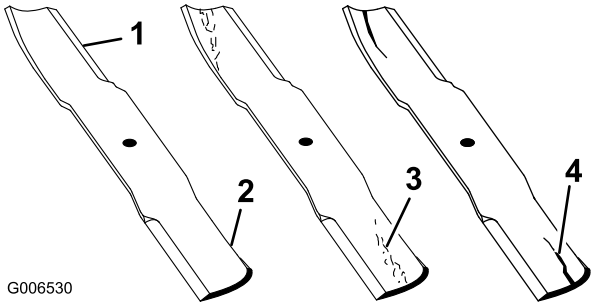

Figur 76
1. Undersøk kniveggene (Figur 76).
4. Hvis du finner sprekker, slitasje eller ser at det begynner å dannes spor i denne delen av kniven, må den skiftes ut øyeblikkelig (Figur 76).